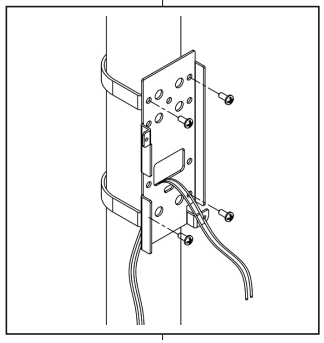

Fig. 5
- Fissare ora la staffa al muro o, se su palo, seguire le indicazioni di fig. 5.
- To fix the metallic support on the pole, please see fig. 5.